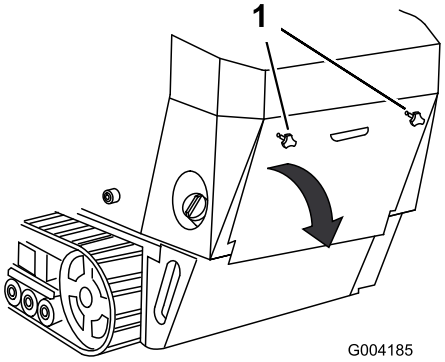

**Figur 28**
1. Skruva loss de två handrattarna som fäster den bakre åtkomstpanelen vid maskinen (Figur 28).
2. Luta den bakre åtkomstpanelen nedåt och ta bort den så att du kommer åt de inre delarna (Figur 28).